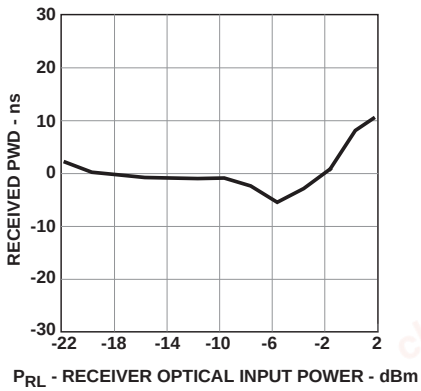

Figure 8. Typical POF receiver pulse width distortion vs. optical power at 12 MBd
3. Receiver overdrive ($P_{RL,max}$) is specified as the limit where |PWD| will not exceed 30 ns. The receiver will be in the correct state (logic "0") for optical powers above $P_{RL,max}$. However, it may not meet a 30% symbol period PWD if the overdrive limit is exceeded. Refer to Figure 8 for PWD performance at high received optical powers.